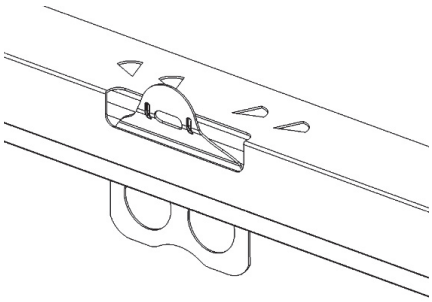

Fig. 6-7 Steel-strip buckle.
- When dismantling the enclosures, with respect to the steel-strip wooden boxes, first bend the steel-strip buckle to the shape shown in Fig. 6-7 by using pliers or other hardware tools. For the wooden boxes nailed with wooden nails, first dismantle the upper enclosure together with the nails, then dismantle the other enclosures, and protective cotton gloves shall be worn during operation to prevent scratches.